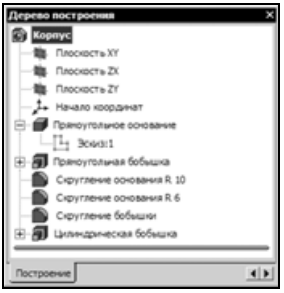

Рис. 5.31
- Дважды щелкните на имени **Деталь** в дереве построения. Название будет выделено цветом и заключено в габаритную рамку. Появится мигающая вертикальная черта — текстовый курсор. Это означает, что система готова к вводу текста. Введите новое название детали **Корпус** и нажмите клавишу <Enter> — новое название будет сохранено в дереве построения (рис. 5.31).